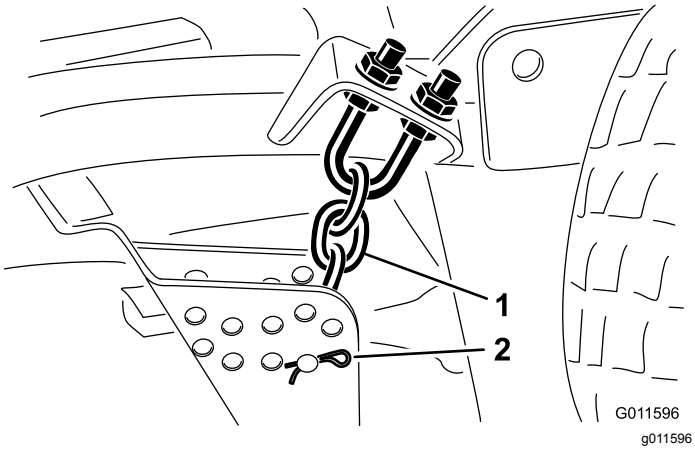

Figur 22
9. Ta bort hårnålssprinten och sprintbulten som fäster klipphöjdskedjorna på klippdäckets bakre del (Figur 22).